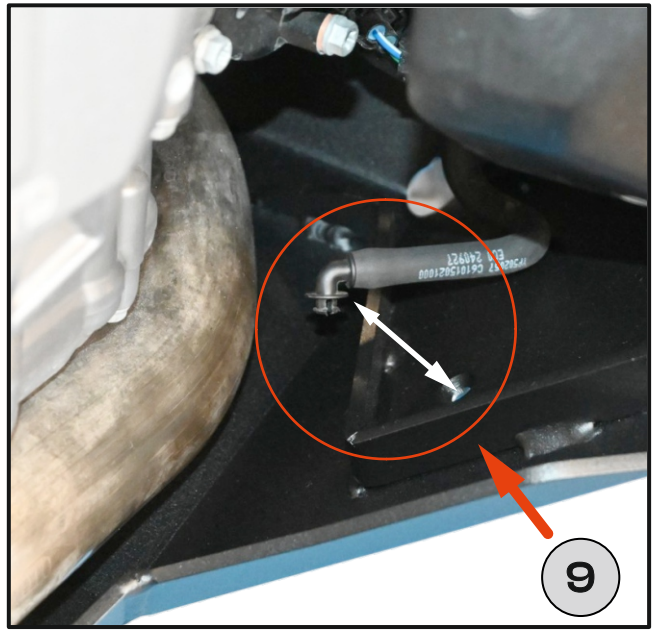

Fig. 13
9. Connect the breather hose. **[Fig. 13]**